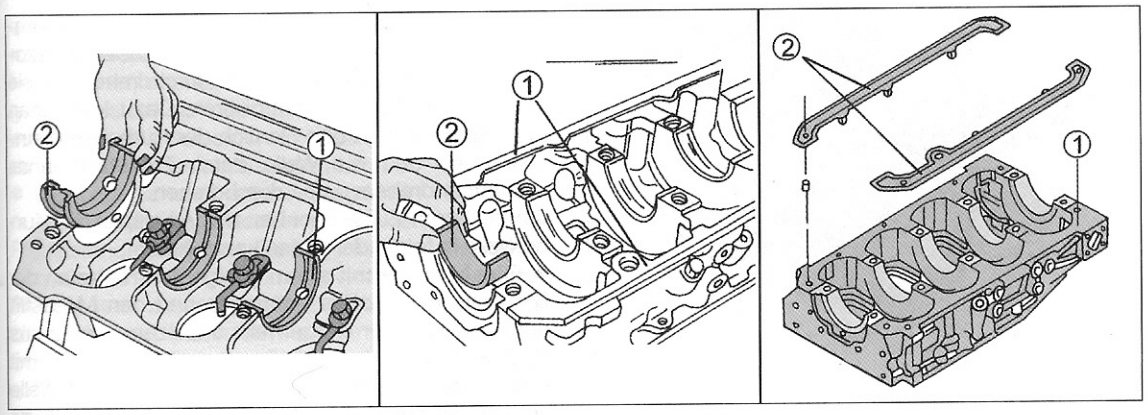

Bild 54
- Die Hauptlagerschalen in das Kurbelgehäuse und das Kurbelwellenlagergehäuse unter Beachtung der folgenden Hinweise und Bild 54 einlegen:
- Die oberen Lagerschalen (1) in der linken Ansicht von Bild 54 haben Ölschmiernuten und dürfen nicht in das Lagergehäuse eingebaut werden. Die geflanschten Lagerschalen (2) nehmen den Axialdruck der Kurbelwelle auf. Wiederum werden Lagerschalen mit und ohne Schmierölnuten eingebaut, welche nicht verwechselt werden dürfen. Die geflanschte Schale kommt auf die Schwungradseite. Falls die ursprünglichen Lagerschalen wieder eingebaut werden, darf dies nur anhand der Kennzeichnung stattfinden. Die Kurbelwelle jetzt in die Lagerschalen einlegen (Lagerzapfen gut eingeölt) und einige Male durchdrehen, damit sie sich gut einspielen kann.
- Die beiden Dichtungshälften (1) in der mittleren Ansicht von Bild 54 auf das Lagergehäuse auflegen und die Schalen in die Lagerbohrungen. Die geflanschte Schale kommt wieder auf die Schwungradseite. Die rechte Ansicht von Bild 54 zeigt wie die Dichtungen aufgelegt werden. Diese haben kleine Noppen, um sie beim Aufsetzen des Lagergehäuses in ihrer Lage zu halten. Darauf achten, dass die beiden Dichtungen unterschiedlich sind.